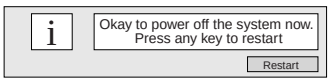

Figure 3-3 Okay to Power Off System - Notification Screen
1.) Restart the system: If the host computer is OFF, turn it ON and proceed to Step 2. If the host computer is ON, bring it down appropriately. After a few seconds, the screen will clear and you will see a notification like the one shown in Figure 3-3. Select the RESTART button.